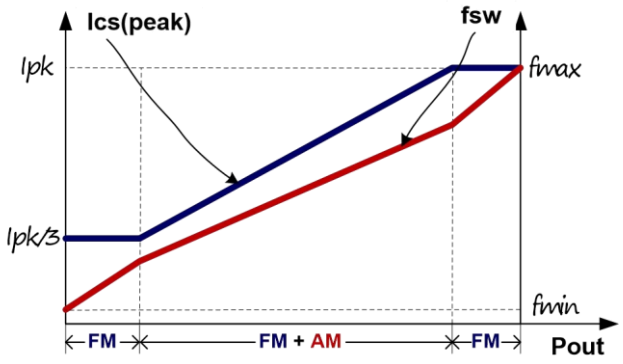

图 4
为了满足平均系统效率和空载功耗的严格要求，CM2592 采用了调频 (FM) 和调幅 (AM) 混合，如图 4 所示。